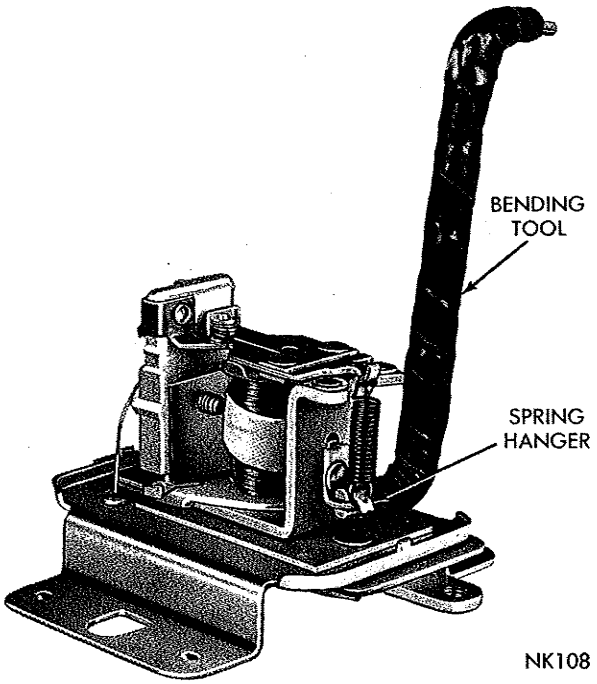

*Fig. 12—Adjusting the Spring Tension*
Step 1—Adjust upper contact voltage setting as necessary by bending regulator lower spring hanger **down** to **increase** voltage setting, **up** to **decrease** voltage setting. Use an insulated **tool** to bend spring hanger (Fig. 12). The regulator must be installed, correctly connected, and retested after each adjustment of lower spring hanger.
**If repeated readjustment is required, it is permissible to use a jumper wire to ground the regulator base to the fender splash shield for testing, in lieu of reinstalling regulator each time. However, it is important that regulator cover be reinstalled, regulator connections correctly connected, and regulator satisfactorily insulated by fender cover to prevent grounding regulator terminals or resistances. When testing, regulator must be at the same attitude (or angle) as when installed on vehicle. If step (1) under "Mechanical Adjustments" does not bring voltage regulator within specifications, proceed to Step (2) following:**